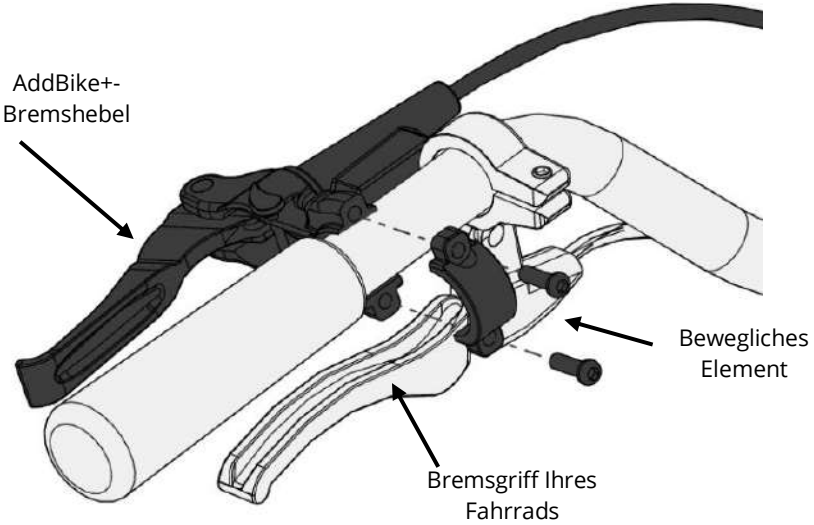

Abbildung 60 - Ansicht der AddBike+-Bremse und seiner Schraubelemente
- Lösen Sie das Befestigungselement des beweglichen Griffs durch Lösen der Schrauben oder Spannräder (siehe Abbildung 60);